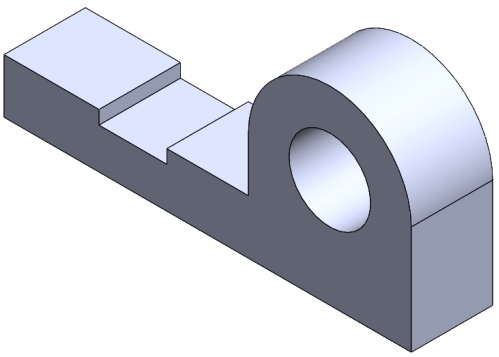

Figure 2-79 Isometric view of the solid model
4. Choose the **View Orientation** button from the **View (Heads-Up)** toolbar; a flyout is displayed. Choose the **Isometric** button from it. If the origin is displayed, turn off the display of the origin in the model by choosing **Hide/Show Items > View Origins** from the **View (Heads-Up)** toolbar. The isometric view of the resulting solid model is shown in Figure 2-79.